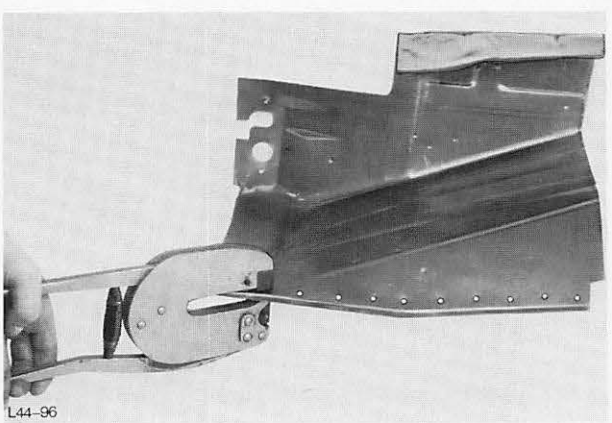

Abb. 92 Neuteil im Bereich des Längsträgers lochen
9. Neuteil trennen, entgraten und im Bereich des Längsträgers lochen, Abb. 92.